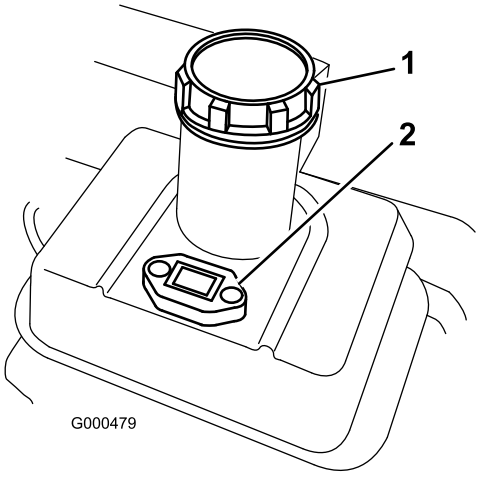

Bild 13
1. Reinigen Sie die Bereiche um den Tankdeckel herum und nehmen Sie den Deckel ab (Bild 13).